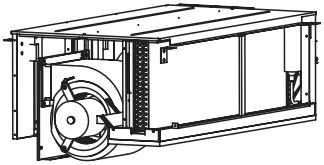

Рис. 7
1) Поднимите узел двигателя вентилятора так, чтобы края узла касались направляющих рельсов. Для этого нужно два человека (рис. 7).